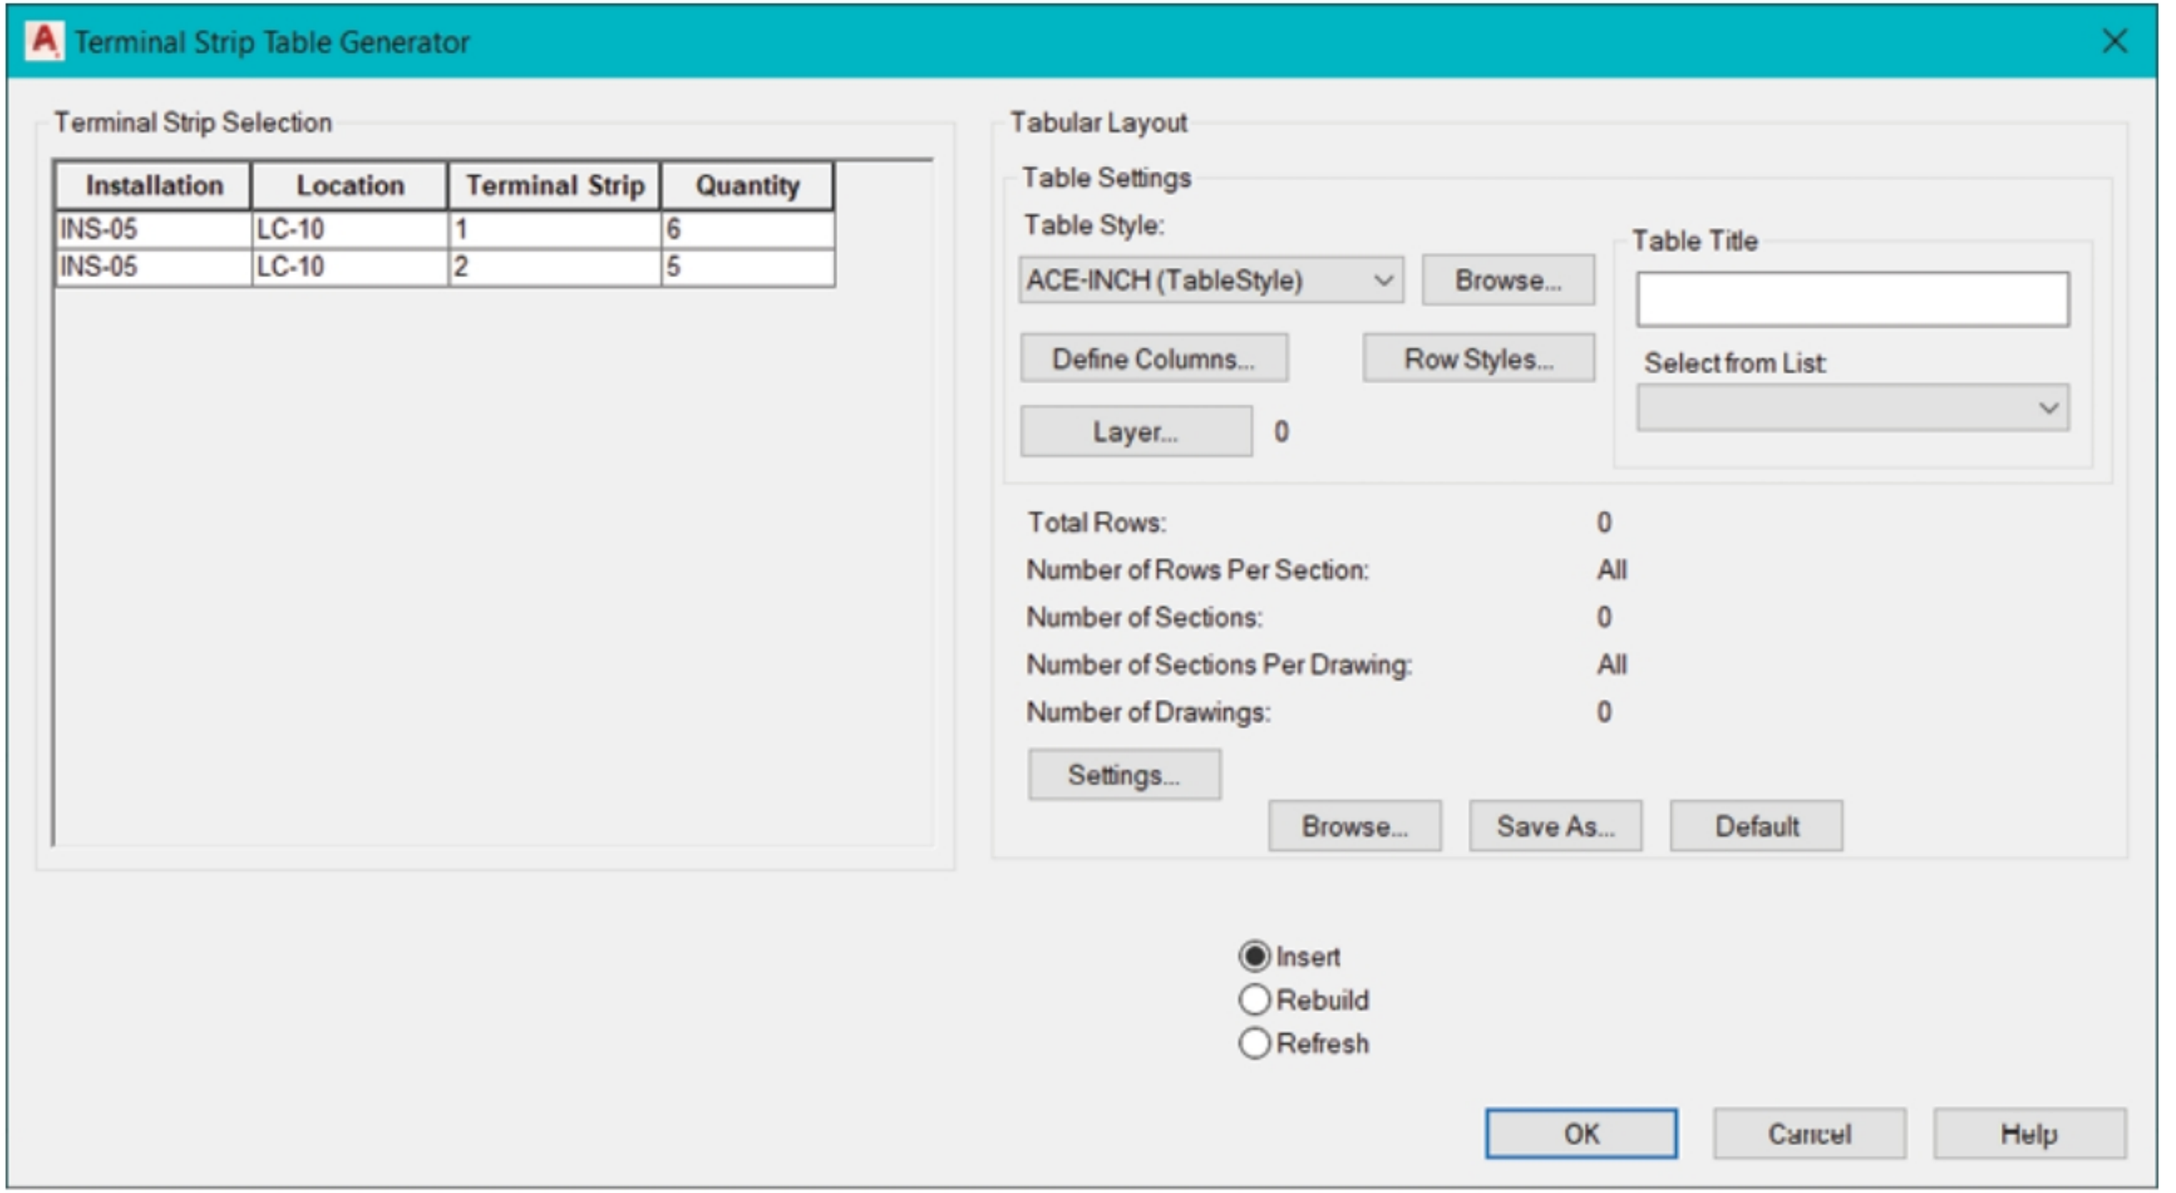

Figure-38. Terminal Strip Table Generator dialog box
- Click on the **Table Generator** tool from the **Terminal Footprints** panel in the **Ribbon**. The **Terminal Strip Table Generator** dialog box will be displayed; refer to Figure-38.